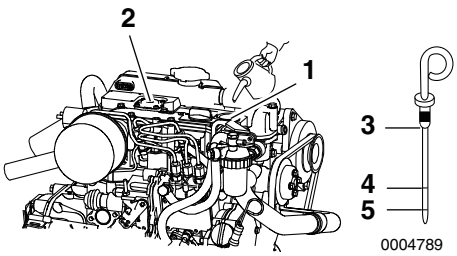

Figure 6
2. Remove the dipstick**(Figure 6, (3))** and wipe with a clean cloth.
4. Remove the dipstick. The oil level should be between upper **(Figure 6, (4))** and lower **(Figure 6, (5))** lines on the dipstick.
1. Remove the yellow oil filler port cap from the filler port **(Figure 6, (1))** on the rocker arm cover **(Figure 6, (1))** and fill with engine oil.
2. Fill with engine oil to the upper limit **(Figure 6, (4))** on the dipstick **(Figure 6, (3))**.